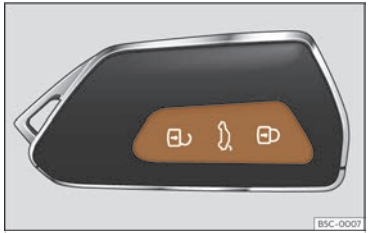

**Fig. 74** Remote control key: buttons.
- Lock: press the button >>> Fig. 74.